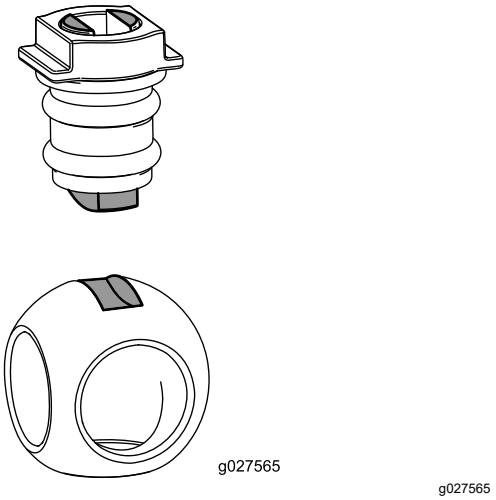

Figur 131
6. Montera kulan i ventilhuset (Figur 131).
Obs: Ventilskaftet ska passa i kulans drivspår. Justera kulans position om ventilskaftet inte passar (Figur 131).